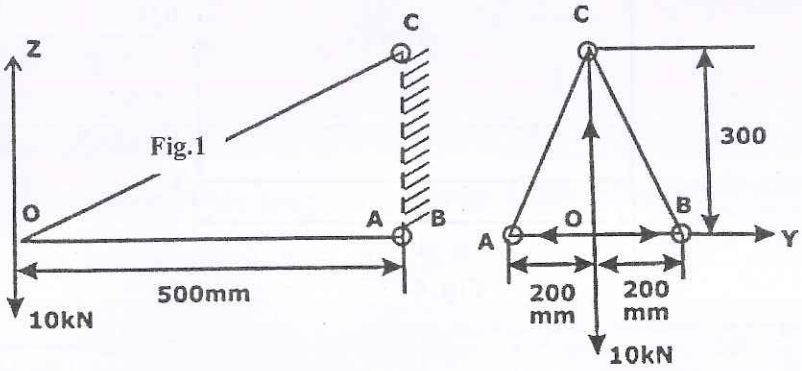

Fig.2
b. For the space truss structure in Fig.2. Find the member forces and characterize the loads. (Tension or Compression) **10**